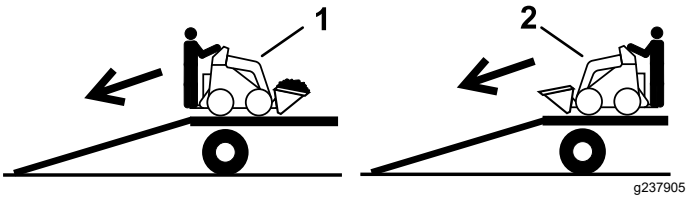

Figuur 16
2. Rij de machine van de aanhanger met de zwaarste kant naar de bovenste zijde van de oprijplaat gericht, en zorg dat de lading onderaan zit (Figuur 16).